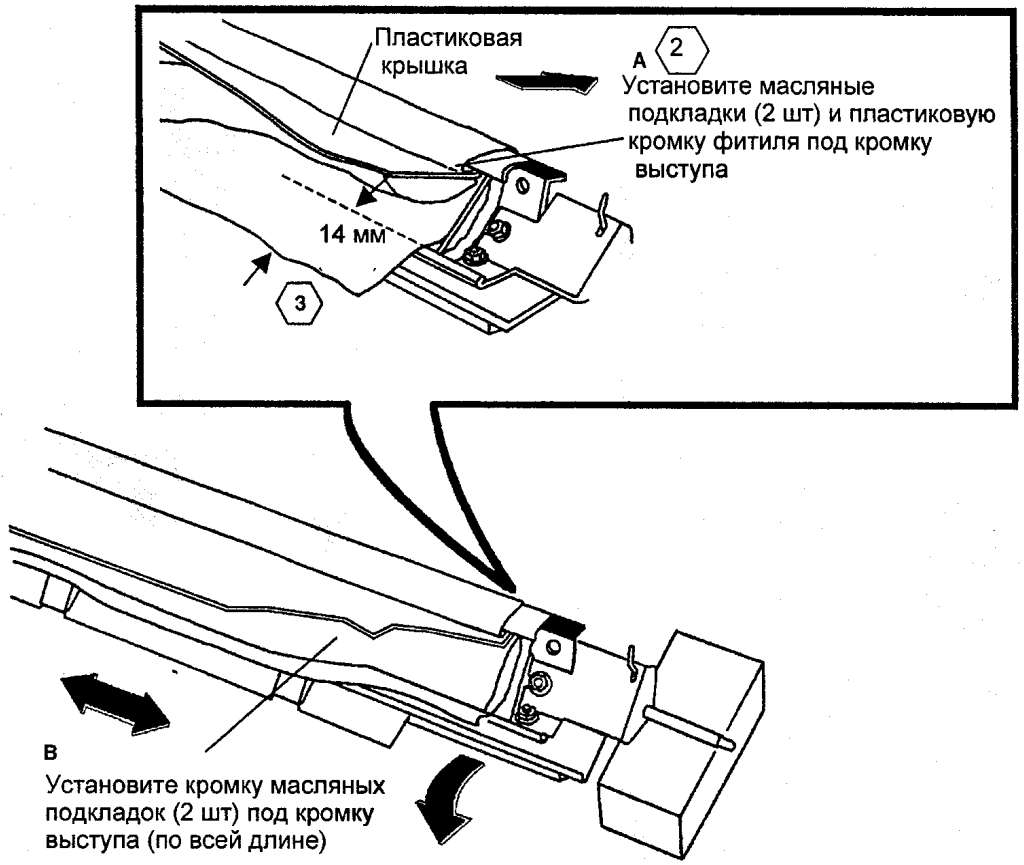

Рис. 4 Установка новых масляных подкладок
2. (РИС. 4): УСТАНОВИТЕ МАСЛЯНЫЕ ПОДКЛАДКИ.